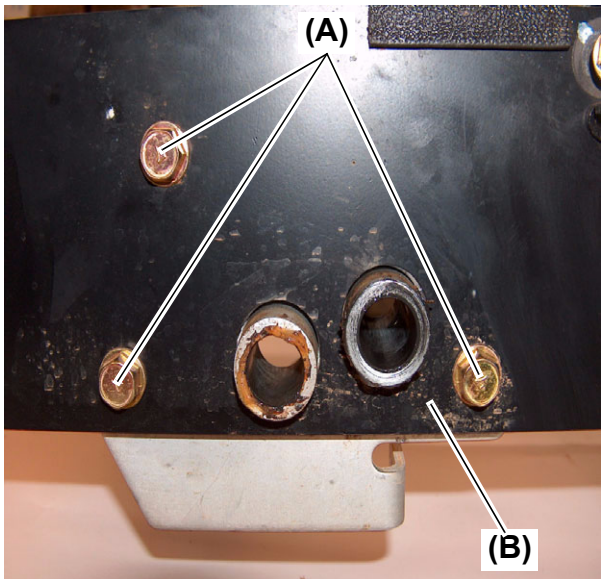

Fig. 10
15. Remove the three (3) M10 × 25 mm (L: 1 in.) bolts **(Fig. 10, (A))** that secure the pedal fulcrum to the right side of the frame **(Fig. 10, (B))**.